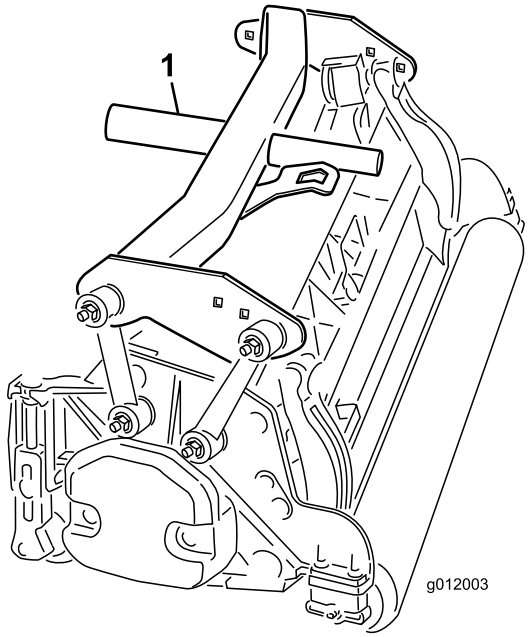

Figur 18
4. Placera den bakre bärramen (Figur 18) på den bakre klippenheten.